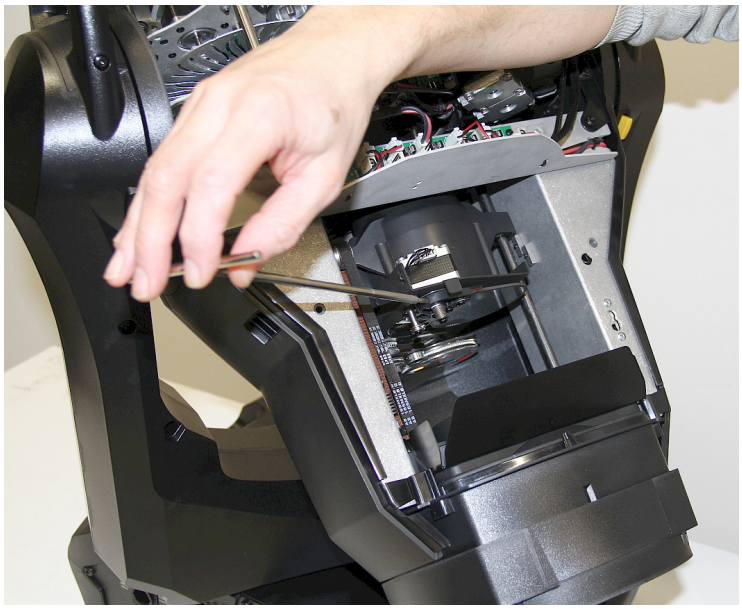

Bild 27: Lösen des Frostfilters von seiner Achse
4. Siehe Bild 27. Lösen Sie die 2 mm Inbus-Madenschraube an der Achse des Frostfilters, um den Filter von der Achse zu lösen.